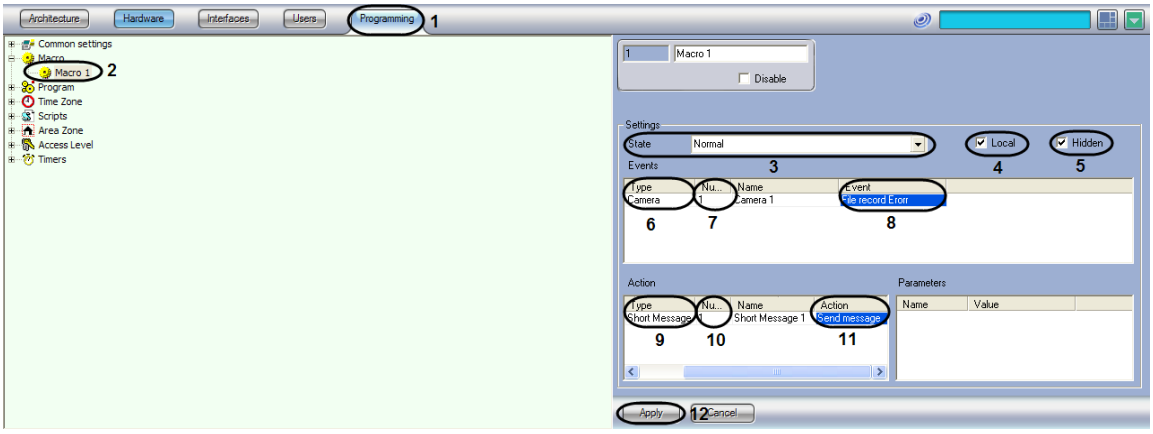

Figure 8.10-5. Creating and setting up the macro for sending the short message
1. Go to the Programming tab of the System Settings window (Figure 8.10-5).